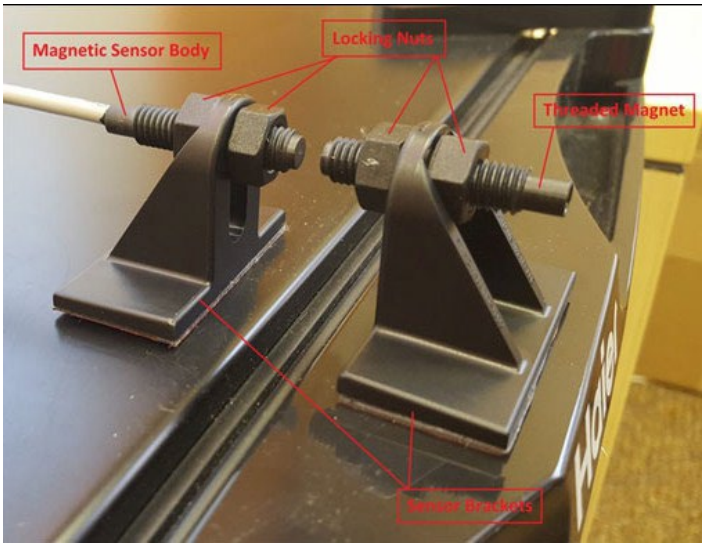
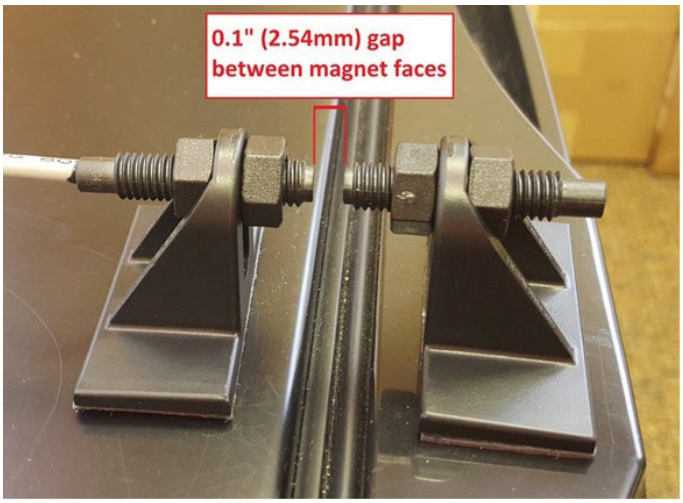

Figure 19. Magnetic door switch sensor installation
Figure 20. Magnetic door switch maximum magnet gap
1. See **Figure 19** & **Figure 20** for sample installation of the door switch.